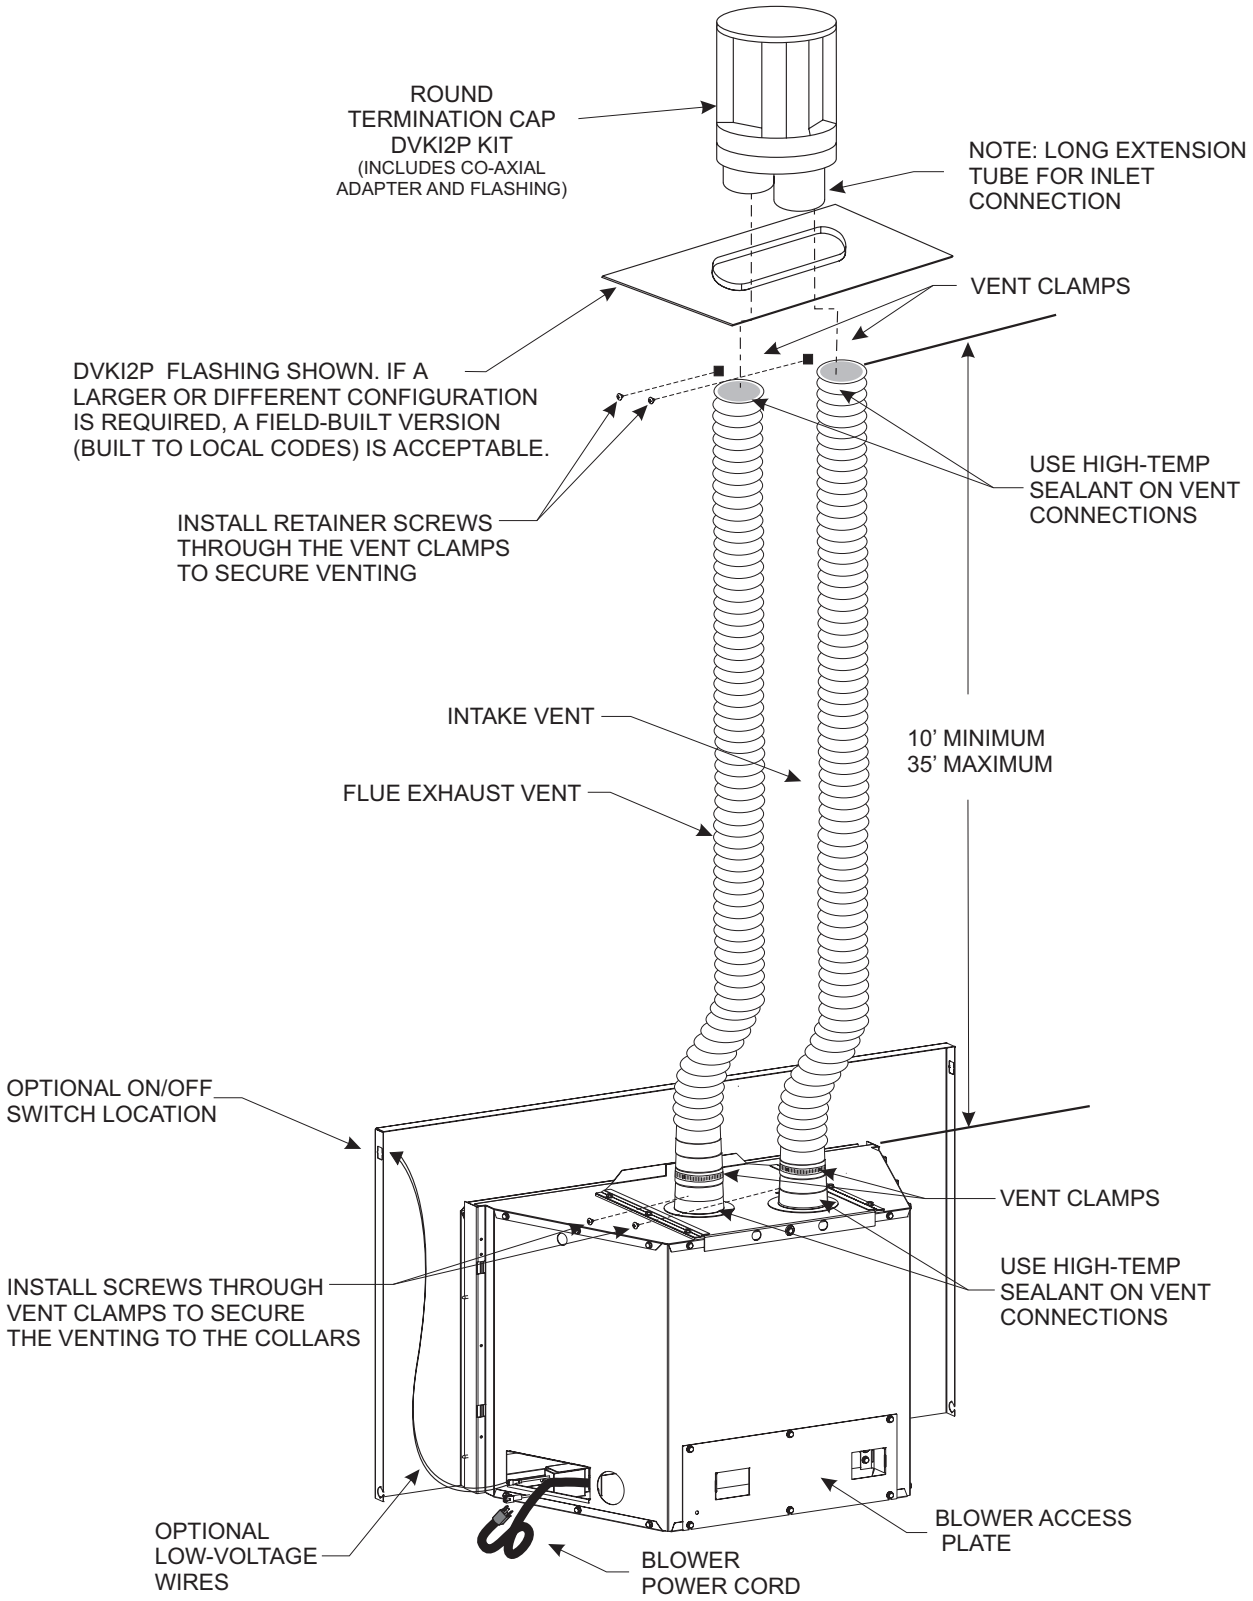

**Figure 10**
**Figure 10** shows the vent termination cap and system approved for use with these models. Approved vent system terminations are labeled for identification. Use 3-inch diameter, flexible aluminum or stainless steel gas venting for both the incoming combustion air and exhaust vent pipes. **No other venting systems or components may be used.** Detailed installation instructions are included with each vent termination kit and should be used in conjunction with this manual.
***NOTICE*:** The minimum vertical vent rise is 10 feet and the maximum vertical vent rise is 35 feet. These dimensions are measured from the starting collars of the unit to the end of the last section of vent pipe. **See Figure 10.**